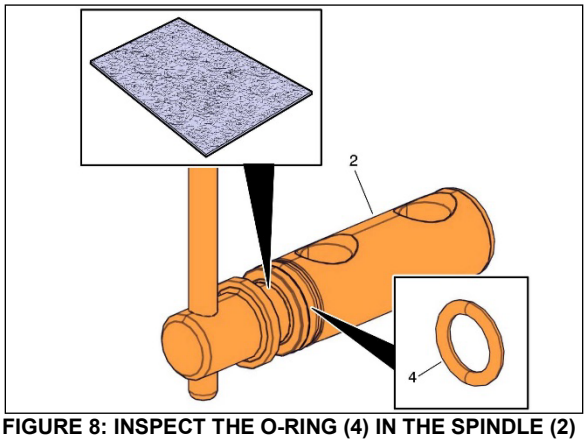

**FIGURE 8: INSPECT THE O-RING (4) IN THE SPINDLE (2)**
8. Gently scrape by hand and remove any loose debris or corrosion from the spindle and coolant filter housing using an abrasive cleaning pad (Figure 8).
***Note:*** *Inspect the O-ring (4) in the spindle (2) for damaged due to corrosion or during removal. Replace the O-ring using part number 968725 if needed. Replace the spindle using part number 3979940 if needed.*